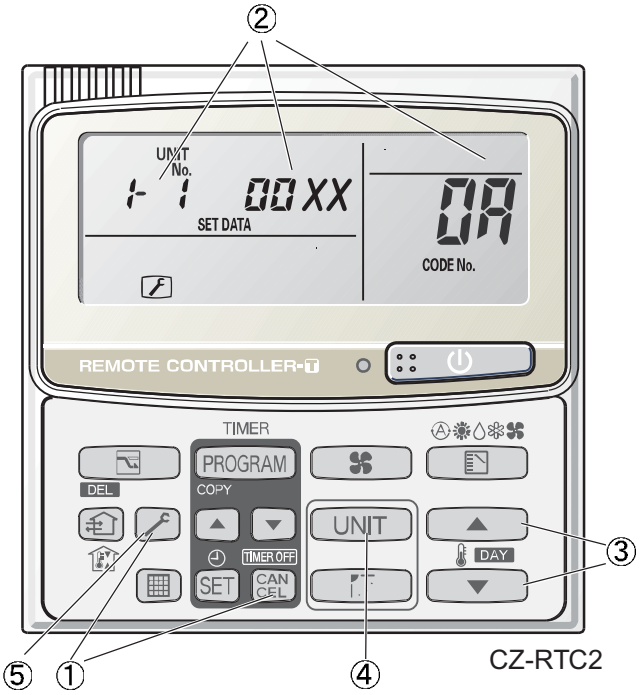

Fig. 7-9
① Press and hold the [🔧] and [CAN CEL] buttons simultaneously for 4 seconds or longer.
② The unit No. "X-X" (main unit No.), item code "XX" (sensor address), and servicing monitor "00 XX" (sensor temperature) are displayed on the remote controller LCD display. (See Fig. 7-9 at right.)
③ Press the temperature setting [▲]/[▼] buttons and select the item code to the address of the sensor to monitor.